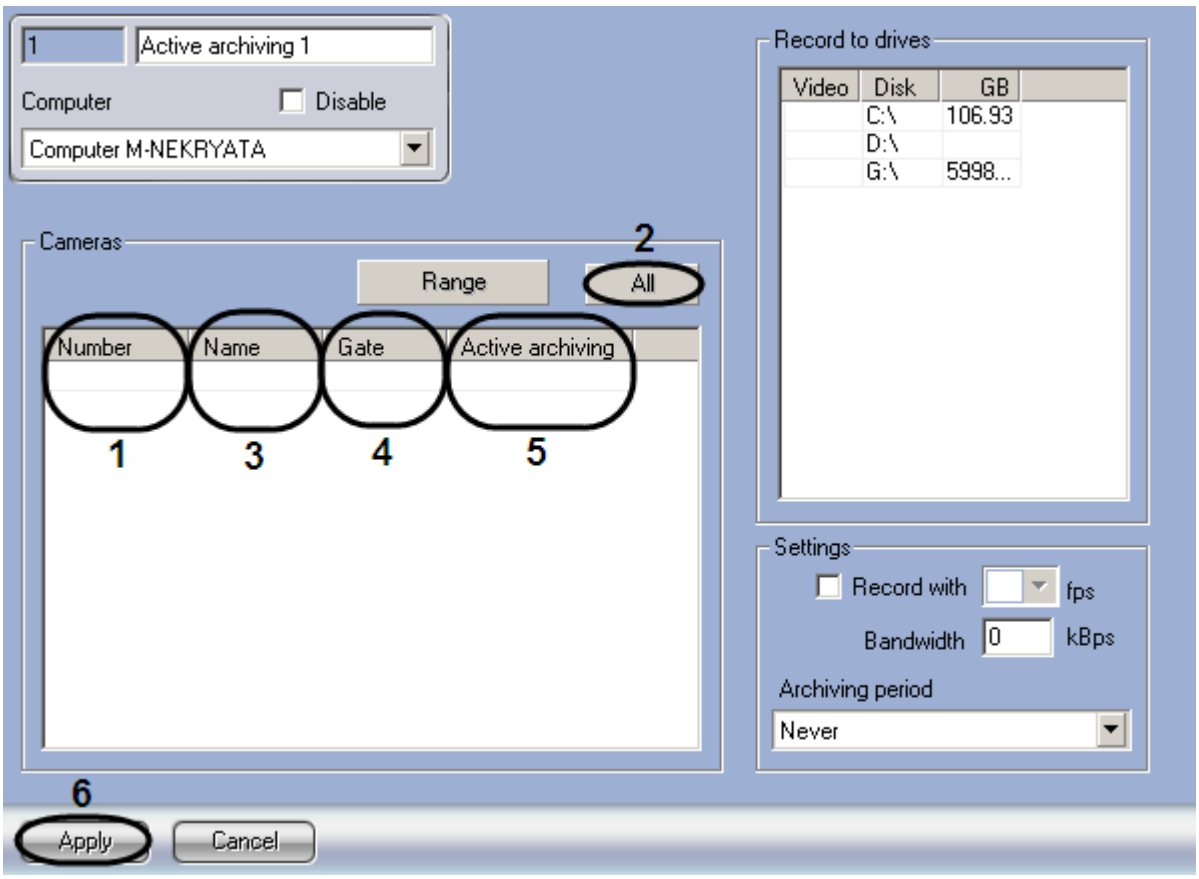

Figure 8.14-3. Selecting the cameras
1. Go to the settings panel for the “Active Archiving” system object (Figure 8.14-3).
2. In the “Number” column of the “CAmeras” group, select the name of the required video camera (Figure 8.14-3, 1).
Note. To select all the cameras registered in the system, click the “All” button (Figure 8.14-3, 2).
3. As a result the name of the selected camera is automatically displayed in the “Name” column of the “Cameras” group (Figure 8.14-3, 3).
4. If a video archive from the selected camera is to be received via the “Videogate” object, then select the name of this object from the “Gate” drop-down list (Figure 8.14-3, 4).
5. If a video archive from the selected camera is to be transmitted from another “Active archiving” object, select the name of this object in the “Active archiving” drop-down list (Figure 8.14-3, 5).
7. To save all the changes, click the “Apply” button (Figure 8.14-3, 6)